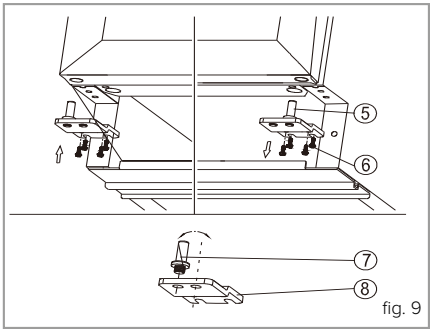

fig. 9
3. Remove the lower hinge (5) by removing the four screws (6) as shown in fig. 9. Support the door as you do to prevent damage.
6. Unscrew and transfer pin (7) from the lower hinge plate to the opposite side as shown in fig. 9.